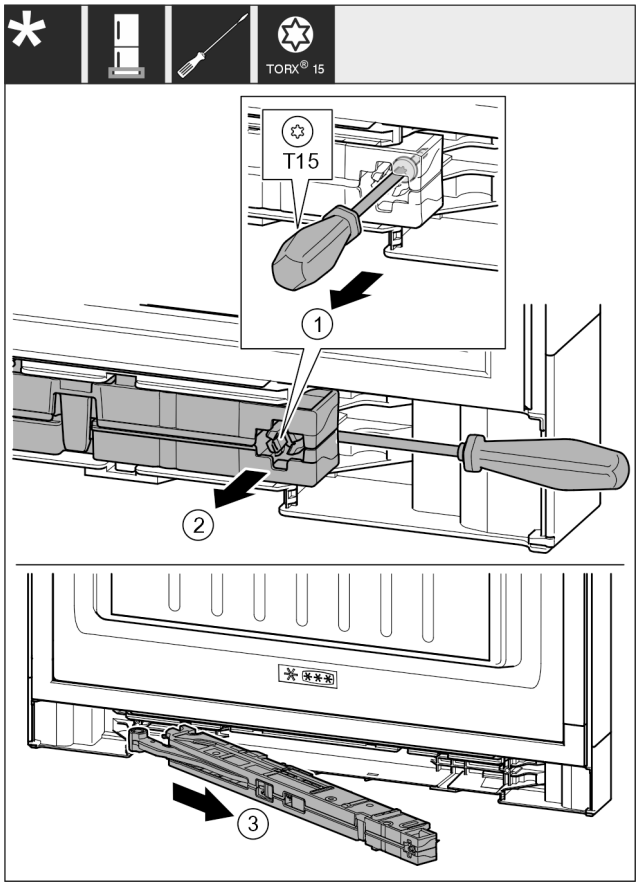

Fig. 16
▶ Šroub *Fig. 16 (1)* na jednotce tlumiče zavírání povolte šroubovákem 14 mm.
▶ Vypačte jednotku tlumiče zavírání *Fig. 16 (2)* na straně madla šroubovákem dopředu.
▶ Vytáhněte jednotku tlumiče zavírání *Fig. 16 (3)*.